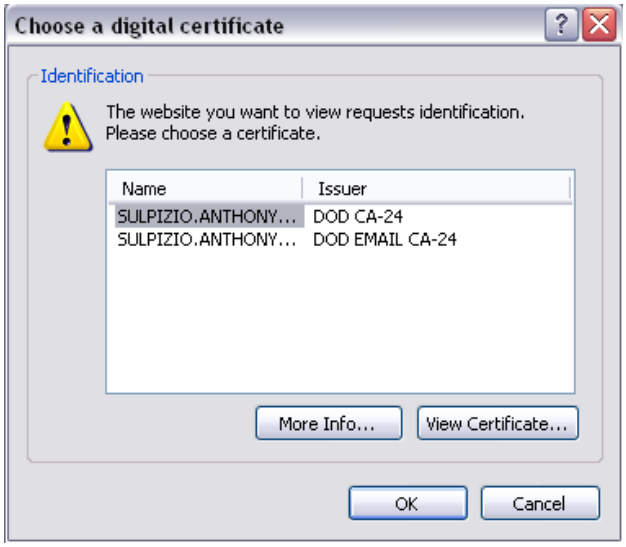

Figure 1.4
f. The system will then prompt you to verify your identity from your CAC card, see Figure 1.4, or other DoD-issued Public Key Infrastructure (PKI) credentials as shown below: